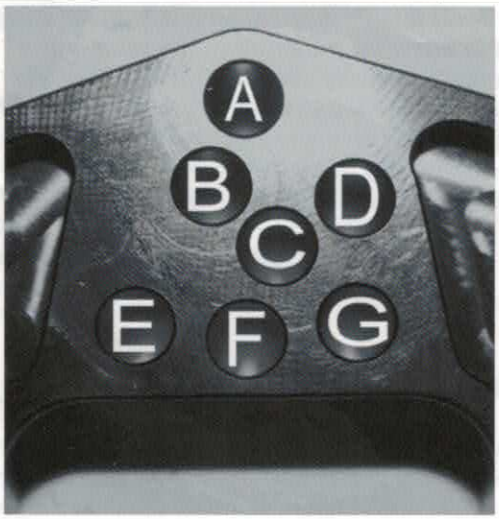
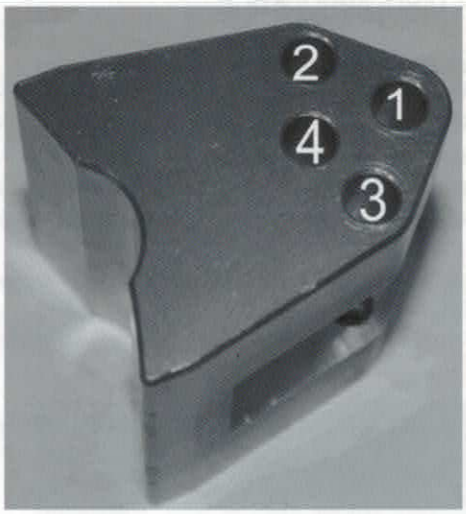

Figure 3
Figure 4
3. Align the letter and number associated with your router (Figures 3 and Figure 4) and reinsert and tighten the ¼- x 1-1/2" Shoulder Bolt you removed in step 2.